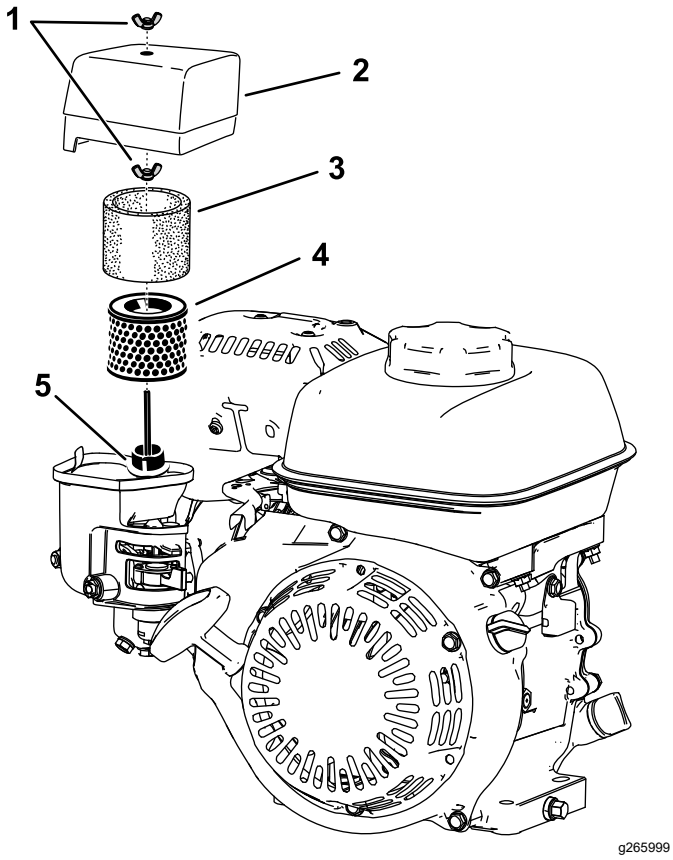

Figure 17
2. Retirez l'écrou à oreilles qui fixe le couvercle du filtre à air (Figure 17).